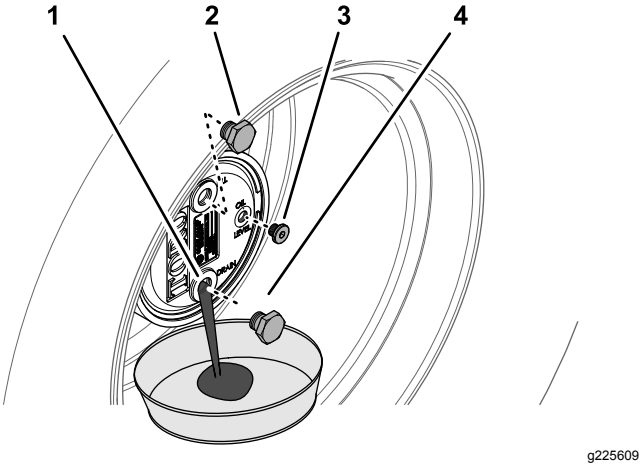

Figuur 101
2. Verwijder de vulplug bovenaan en de controleplug rechts (Figuur 101).
3. Plaats een opvangbak onder de naaf van het planeetwiel, verwijder de aftapplug onderaan en laat al de olie weglopen (Figuur 101).
5. Monteer de aftapplug in de aftapopening van de planeetwielkast (Figuur 101).